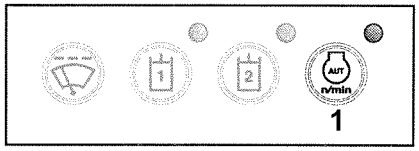

Afb.23 Bedieningspaneel extra uitrusting
- U activeert de automatische motortoerentalreductie met toets **1** uit afb. 23. Als de automatische motortoerentalreductie actief is, daalt het motortoerental tot een rusttoerental (van ca. 1000 omw/min) wanneer de hendels en pedalen gedurende ca. drie seconden in de neutraalstand staan. Zodra de bedieningshendels of pedalen worden geactiveerd, neemt het motortoerental automatisch toe tot de vooraf ingestelde waarde.